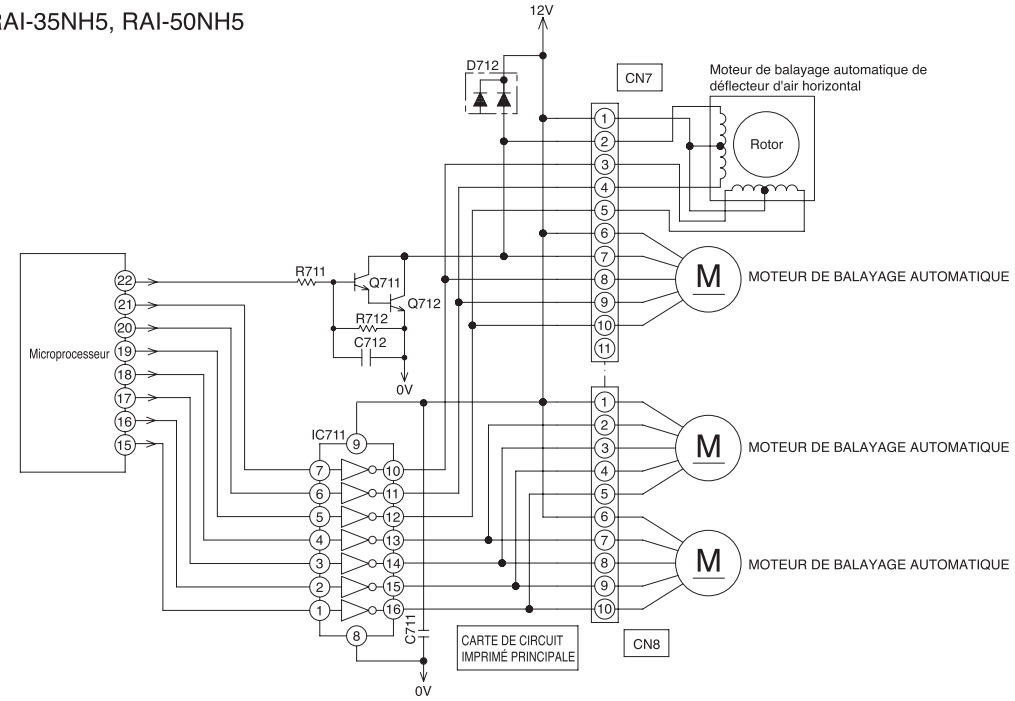
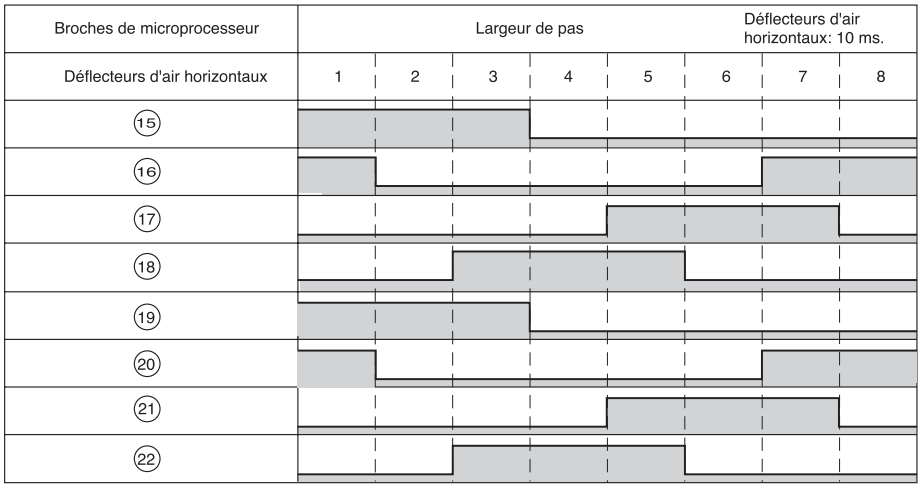

Fig.4-3
Fig. 4-4 Signaux de sortie de microprocesseur
- La Fig. 4-3 représente le circuit de commande de moteur de balayage automatique; les signaux représentés sur la Fig. 4-4 sont délivrés par les broches ⑮ – ㉒ du microprocesseur.
- Alors que les sorties du microprocesseur changent comme indiqué sur la Fig. 4-4, le noyau du moteur de balayage automatique est excité pour faire tourner le rotor. Le tableau 4-2 représente l'angle de rotation des déflecteurs d'air horizontaux.